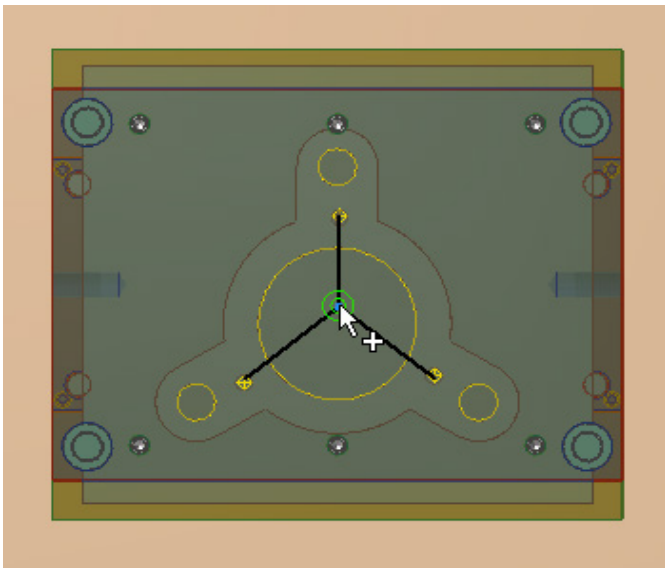

Figure 19-88 *The point to be selected*
4. Select the point in the modeling area where the three runners meet, refer to Figure 19-88; the preview of the sprue bushing is displayed.